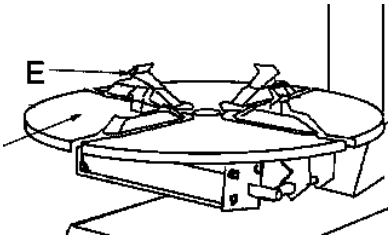

Fig 7.
a. Clean the turntable once a week with diesel fuel so as to prevent the formation of dirt, and grease the clamp sliding guides. (Fig 7.)